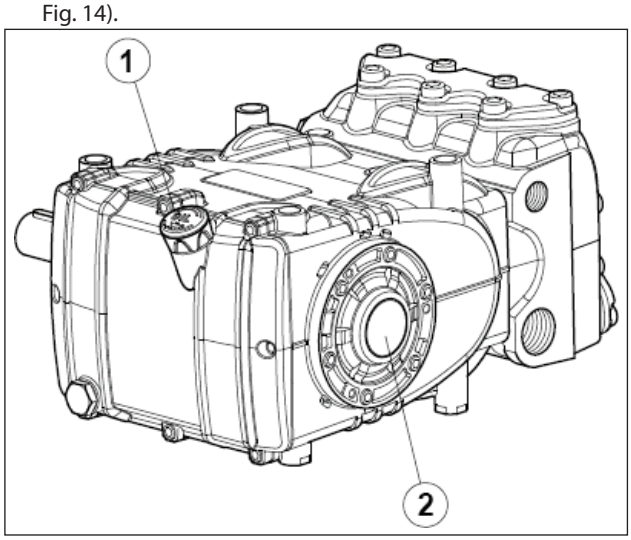

Fig. 14
5. Le niveau d'huile dans le carter de pompe est correct, en le mesurant avec la jauge d'huile appropriée (rep. ①, Fig. 14) et exceptionnellement avec le voyant de niveau (rep. ②, Fig. 14).